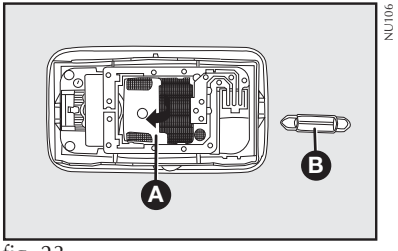

fig. 23
- Abrir a tampa **A-fig. 23** no sentido indicado pela seta;
- Retirar a lâmpada exercendo uma leve pressão para o lado direito (lado da mola de retenção) **B-fig. 23** e substituí-la;